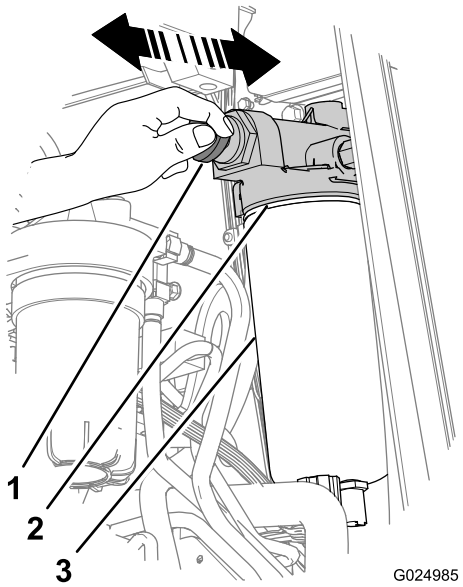

Figure 75
3. Clean the fuel-pump head and the priming pump using a quick-dry spray cleaner and compressed air (Figure 75).
4. Unlock the priming-pump handle by turning it **counterclockwise** (Figure 75).
5. Pump the primer handle (Figure 75) until you feel resistance and the handle cannot be pumped anymore (approximately 140 to 150 strokes for dry filters or 20 to 60 strokes for pre-filled filters).
6. Lock the manual priming pump handle by turning it clockwise until it is fully seated (Figure 75).